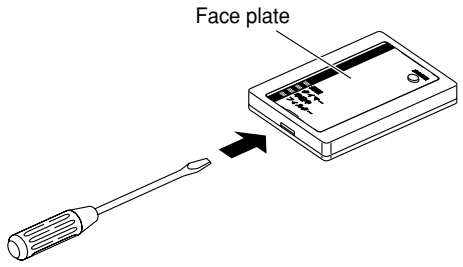

**Fig. 11-23**
1. Insert a flathead screwdriver or similar tool into the groove on the bottom of the receiver unit. Pry open with the screwdriver and remove the lower case. (Fig. 11-23).